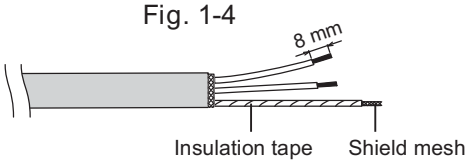

Fig. 1-5
(3) Remove coat of signal wire. (Fig. 1-5)